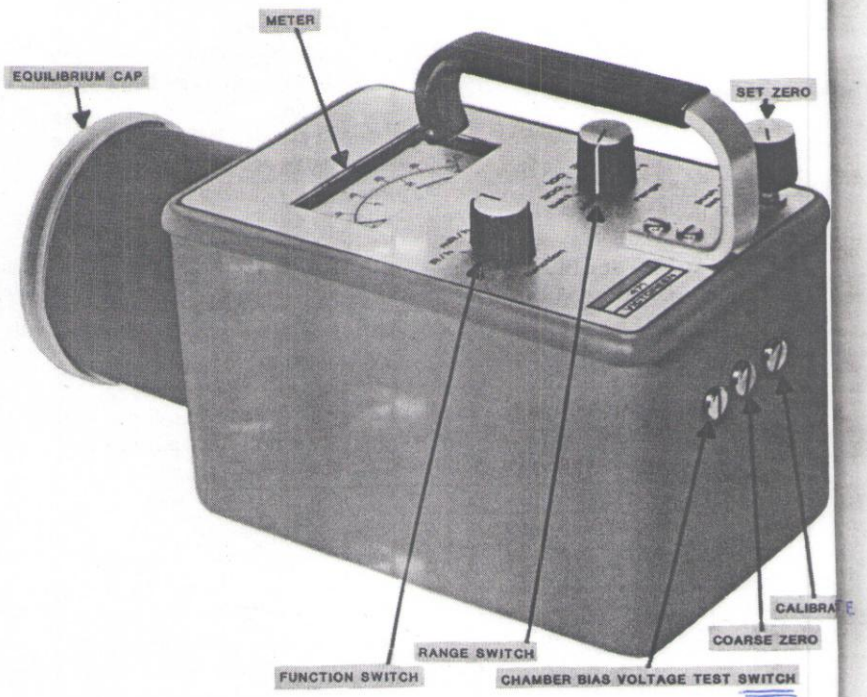

Figure 3. Model 471
3.1.4 Calibration Potentiometer, Coarse Zero Potentiometer and Chamber Bias Voltage Test Switch - A calibration potentiometer, a coarse zero potentiometer and a collecting voltage battery test switch are located on the back panel of the instrument directly under the rear end of the handle. See Figure 3. To adjust the potentiometers or check the chamber bias voltage, simply remove the screw from the back of the case and use a small screwdriver to make the desired adjustments.